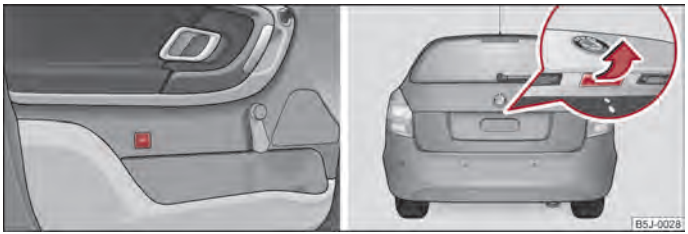

Fig. 15 Sbloccaggio del portellone bagagliaio / maniglia del portellone bagagliaio
– **Nelle vetture senza chiusura centralizzata** premere il pulsante sulla porta lato guida ⇒ fig. 15 - a sinistra per aprire il portellone posteriore in direzione della freccia ⇒ fig. 15 - a destra.
– **Nelle vetture con chiusura centralizzata** premere la maniglia sopra la targa e aprire il portellone posteriore in direzione della freccia ⇒ fig. 15 - a destra.